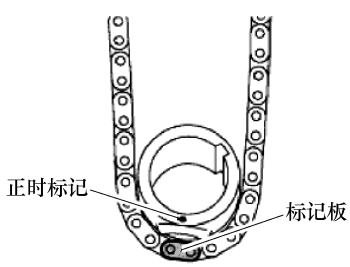

图 1-12　1 号链条橙色标记与曲轴正时链轮对正
② 如图 1-12 所示，将 1 号链条的橙色标记板与曲轴正时链轮的正时标记对准，并将链条接合到链轮上。